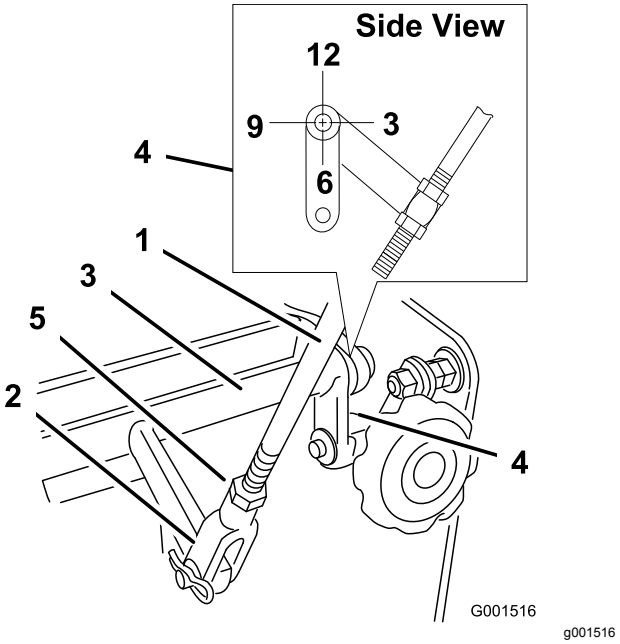

Figuur 32
4. Controleer de richting van de lipjes aan de uiteinden van de krukas van de toerenregelaar. Zorg dat deze lipjes recht naar beneden wijzen, ongeveer naar de 6-uurstand (Figuur 32).
5. Stel de gaffel met schroefdraad aan de onderzijde van het toerenregelaarmechanisme af tot de lipjes naar de 6-uurstand wijzen (Figuur 32).